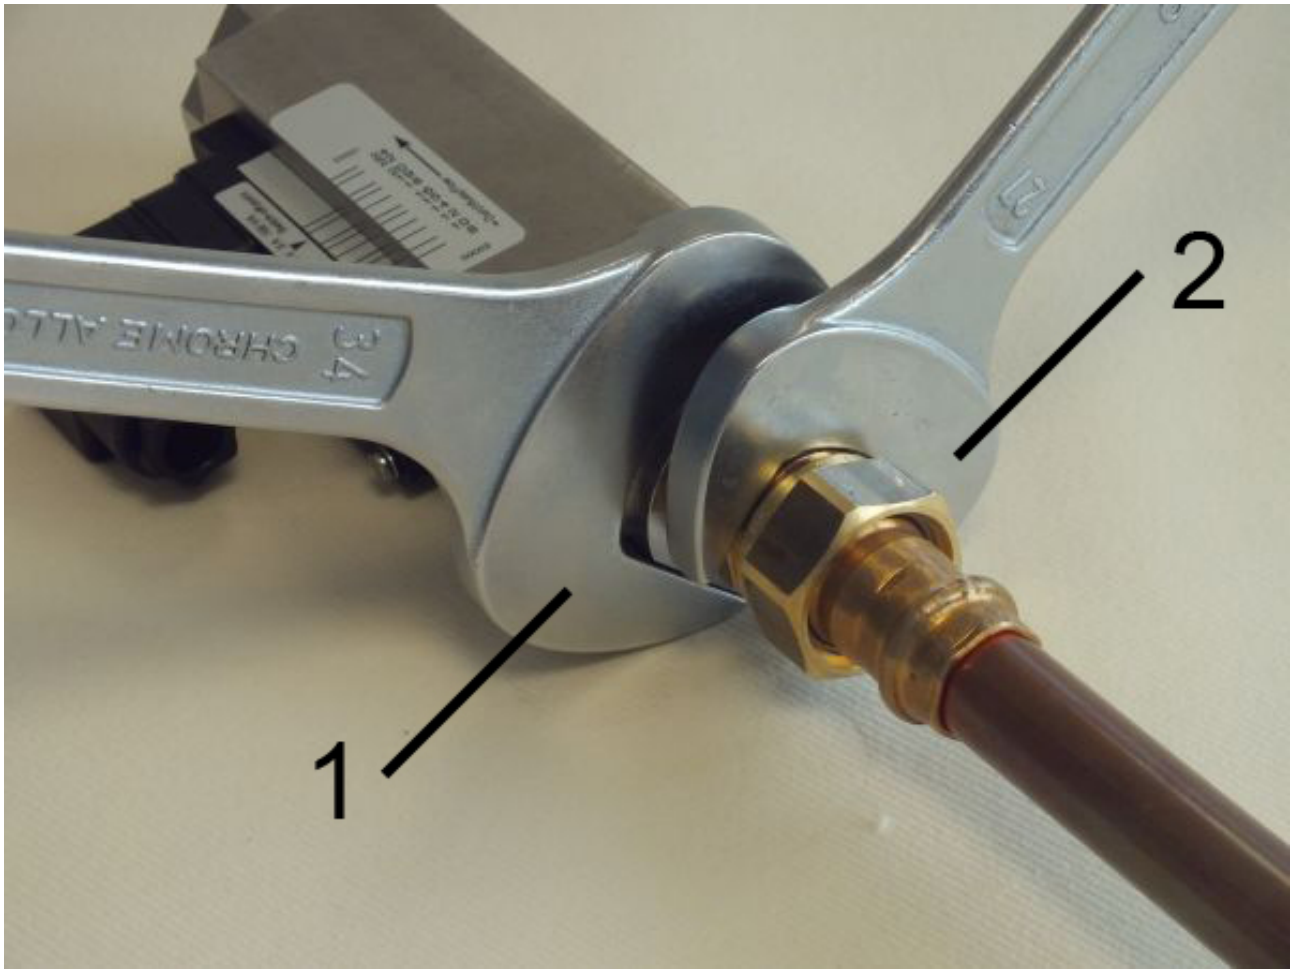

Abb. 10: Gerät einschrauben
2. Mit passendem Maulschlüssel (*Abb. 10*/2) die Übergangsverschraubung der Rohrleitung eindrehen. Dabei die Geräteverschraubung mit einem passenden Maulschlüssel (*Abb. 10*/1) gegenhalten